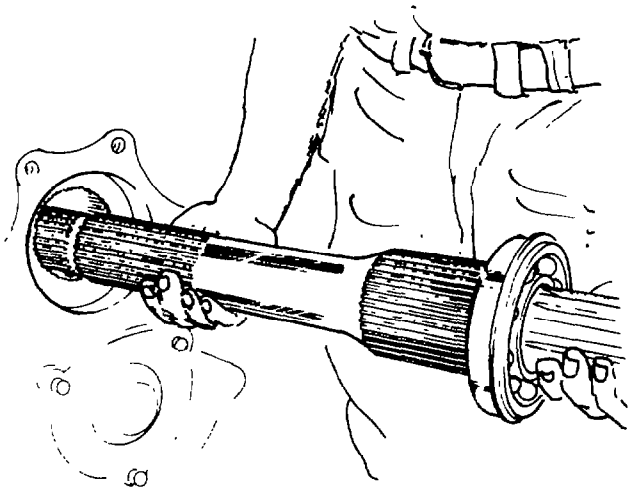

Fig. 178 — Removing Mainshaft
o. Carefully remove the mainshaft from the case through the rear bearing opening (see fig. 178).